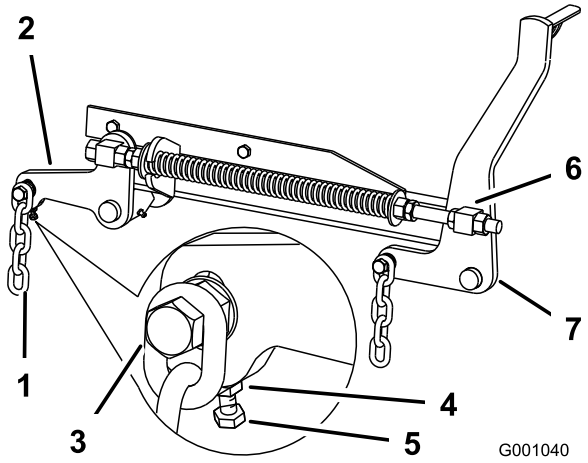

Figuur 81
7. Als de afstanden bij punten **B** of **C** niet correct zijn, maakt u de bout los waarmee de achterste ketting is bevestigd aan de achterste steunarm (Figuur 81).
8. Maak de contramoer onder de achterste steunarm los en draai aan de stelbout totdat de afstand 79–83 mm bedraagt (Figuur 81).
7. Draai de contramoeren op de voorkant van de rechter- en linkerwartel ongeveer 13 mm (Figuur 81) los.
8. Draai aan de drukmoeren op de linker- en rechterzijde van de machine totdat de voorkant van het maaimes bij 6 tot 10 mm lager staat dan de achterkant bij **B** (Figuur 81).